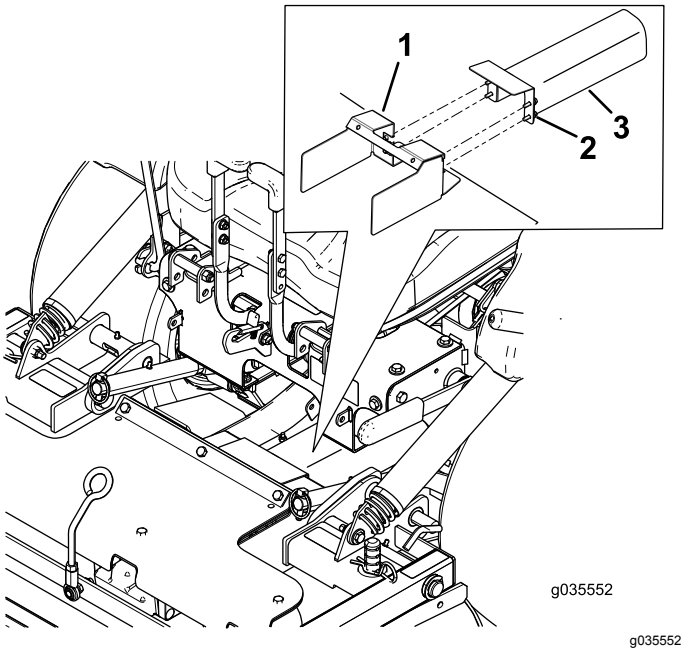

Figur 10
4. Lossa skruvarna och demontera metallskydden enligt Figur 10.
2. Montera metallskydden och skruvarna enligt Figur 10.